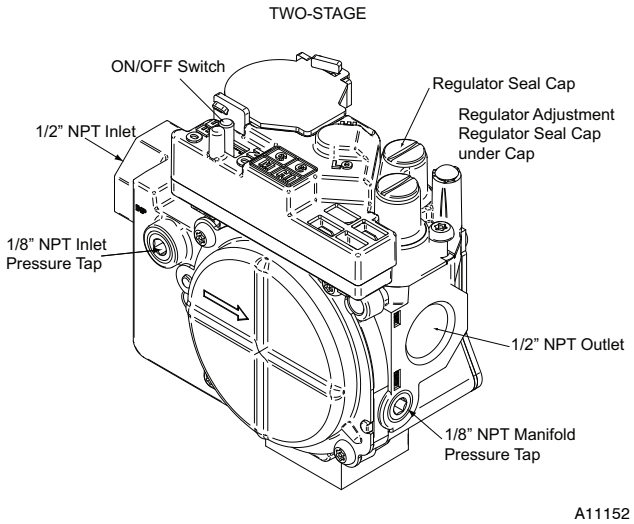

Fig. 39 - 2-Stage J or G Valve
NOTE: For the 2-stage furnaces with a Series J and Series G gas valve (see Fig. 39), **they MUST have both regulator springs replaced and the gas valve MUST be pre-adjusted.**
For J and G valves See Fig 39.
2. Remove both regulator seal caps. (See Fig. 39.)